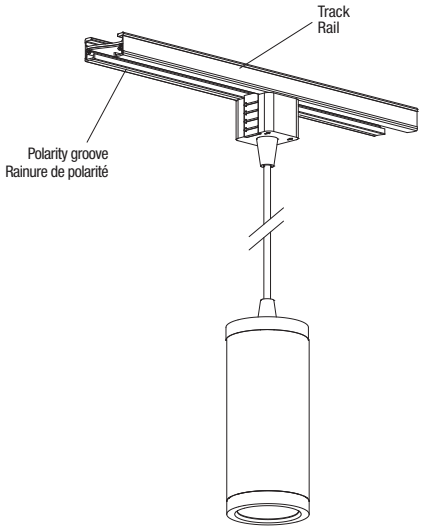

Fig. 1e
7. Mettre sous tension, l'installation est terminée (Fig. 1e).